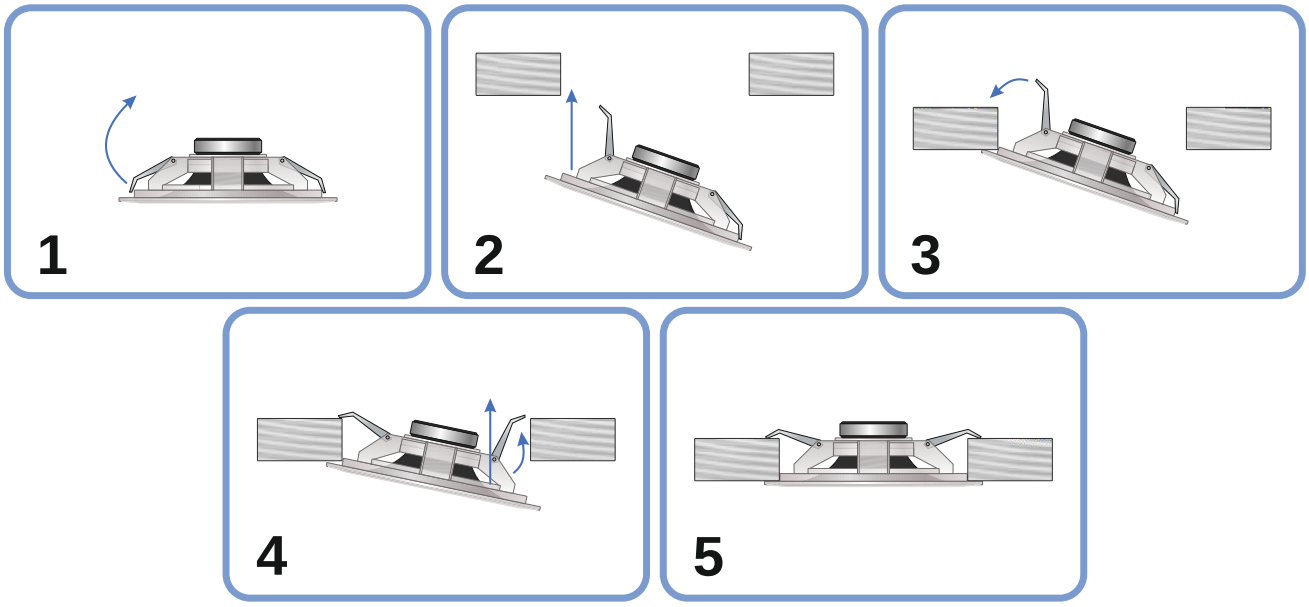

Рисунок 4
4.4 Для установки оповещателя необходимо подключить провода кабеля линии связи к клеммам оповещателя согласно наклейке подключения, размещенной на оповещателе, затем сжать пружинные скобы крепления оповещателя и установить его в заранее подготовленное установочное отверстие диаметром 150 мм (рисунок 4).